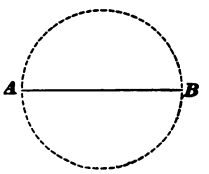

FIG. 39.
68. The **diameter** of a circle is a straight line passing through the center and terminated at both ends by the circumference; thus, $A\ B$ (Fig. 39) is a diameter of the circle.